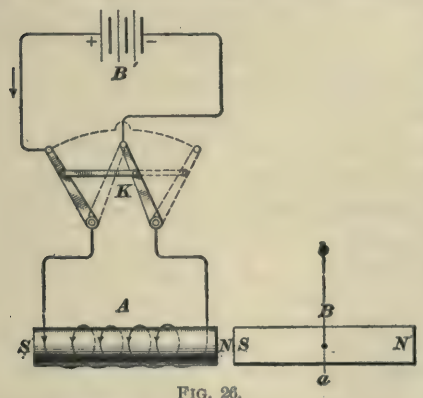

FIG. 26.
**34. Reversing the Poles of a Magnet.**—Having now a working knowledge of the object and action of a reverse switch, it will be well to apply it in a simple way to the reversal of the poles in magnet $A$. In Fig. 26, $B$ is a permanent magnet as before, free to turn on a center; $A$ is an electromagnet that gets its current from battery $B'$ through the reverse switch $K$, by means of which, the polarity of $A$ can be reversed at any time. With this arrangement, magnet $B$ will be self-starting
in every position. This would not be so were a piece of soft iron substituted for permanent magnet $B$, because then in position $a\ b$, exactly at right angles to the axis of magnet $A$, whatever may be its polarity, one end of $B$ will be attracted by $A$ and the other end of $B$ will be attracted by $A$ with exactly the same force, so that there will be no tendency for $B$ to turn. If, however, $B$ is a permanent magnet, it will have an independent polarity of its own, and in position $a\ b$ one of its poles will be attracted, and the other of its poles repelled by $A$, with the result that $B$ turns around its center. Suppose the relative polarities of the two magnets are given in Fig. 26. In this position, the two magnets have their unlike poles together; and, the position being a stable one, they are contented to rest that way. If, however, we wish to start $B$ rotating, all that is necessary is to throw over the reverse switch. This reverses the polarity of $A$, and puts two like poles together, and $B$ starts off in whichever direction it finds it the least effort to turn. Suppose $B$ turns in a clockwise direction; the right-hand end of $A$ is now a south pole and the north end of $B$ is swinging around towards it; the force of its swing will carry the north pole of $B$ beyond $S$, the point where it would like to stop, and, if at just the moment $N$ is in line with $S$, the reverse switch be thrown, the back pull between $S$ and $N$ will be removed and replaced by repulsion between $S$ and $N$, and $B$ will swing on around. By handling the reverse switch $K$ with judgment, smooth, continuous rotation of $B$ can be obtained, and this rotation can be stopped and even reversed by introducing the back pull at the right time. With this arrangement we have passing through the spiral of magnet $A$ what is called an alternating current, because it goes first one way and then the other, and the lines of force due to it also run first one way and then the other, making alternately north and south poles.